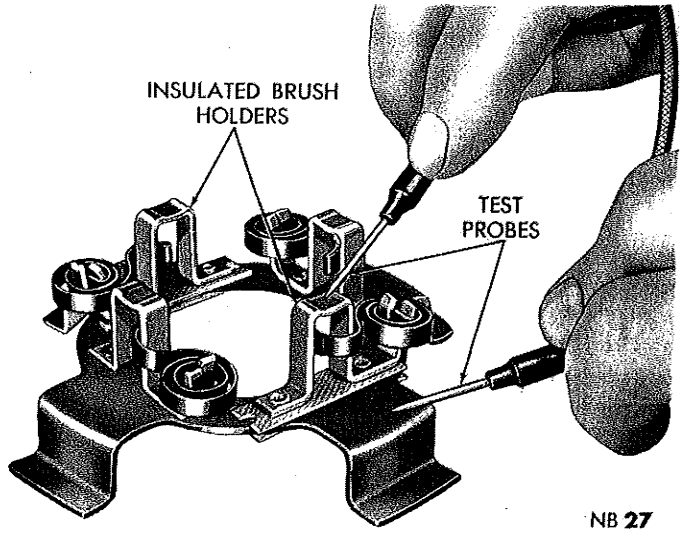

*Fig. 12—Testing Insulated Brush Holder for a Ground*
(7) Touch each of the brush holders with one test probe, while holding other test probe against brush ring. Two brush holders that are 180 degrees apart should cause test lamp to light as they are intentionally grounded. The other two brush holders (Fig. 12) should not cause lamp to light when tested as they are insulated. If insulated brush holders cause lamp to light when tested, it indicates that brush holders on brush ring are grounded. Replace brush ring assembly if brush holders are grounded.